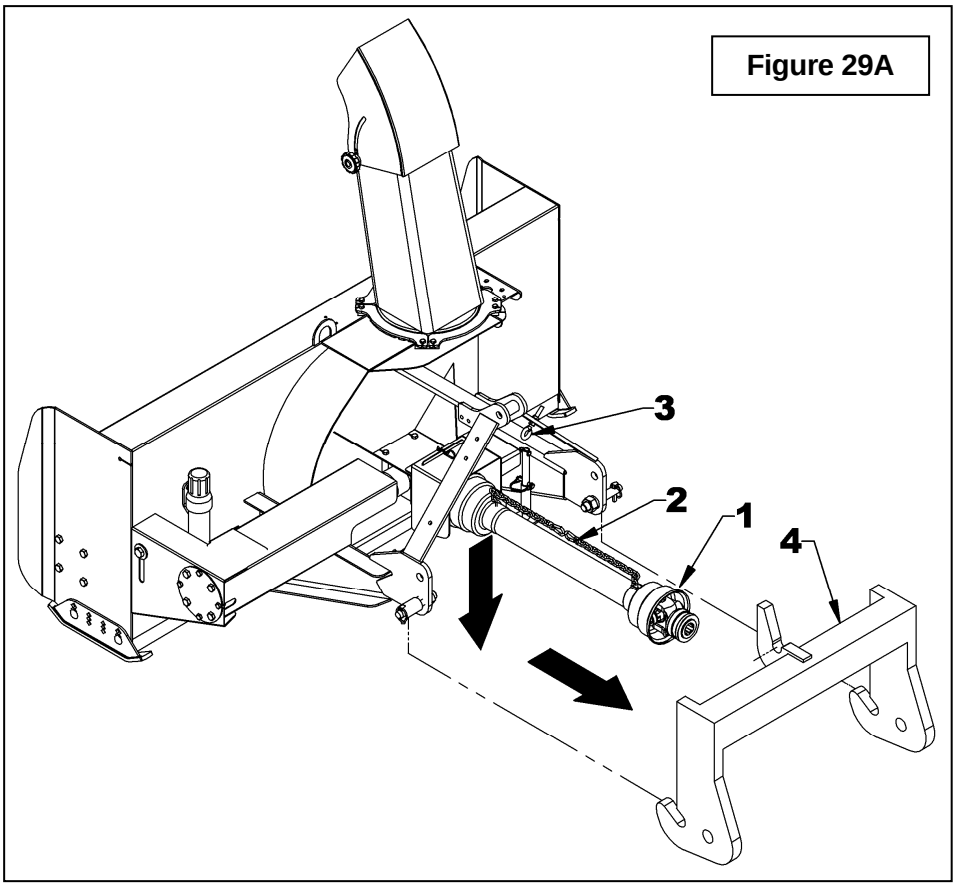

Figure 29A
3. **Figure 29A:** Disconnect driveline (item 1) from tractor and attach the driveline safety chain (item 2) to the three point hitch eyebolt (item 3).
4. **Figure 29A:** Open the lower latches with the quick hitch lever (item 4). Lower the three point until the quick hitch hooks are lower than the hitch pins of the snowblower. Slowly back tractor away from the snowblower until the hooks are detached from the snowblower hitch pins. Close back the quick hitch latches.